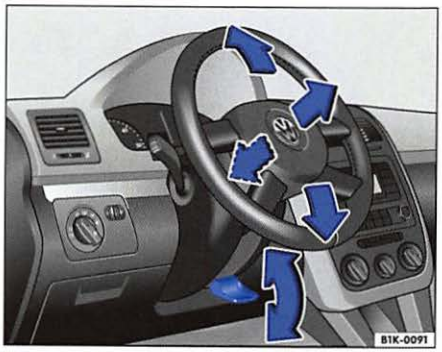

Fig. 22 Adjusting the steering wheel position
– Push the lever down ⇒ fig. 22 under the steering column ⇒ ⚠.